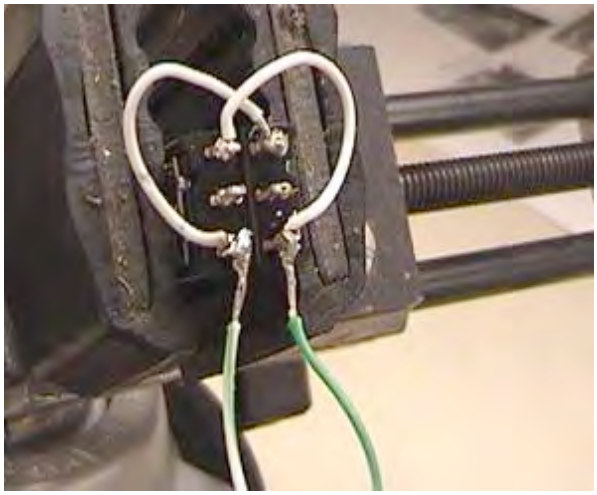

**Figure 43:** Cross-wired toggle switch with tether connections
7. Attach the **green** (+) wire to the right corner terminal on your first pole switch. Attach the **white and green** (-) wire onto the terminal adjacent to it, as shown in Figure 43. Repeat with **blue** wires for the second switch.